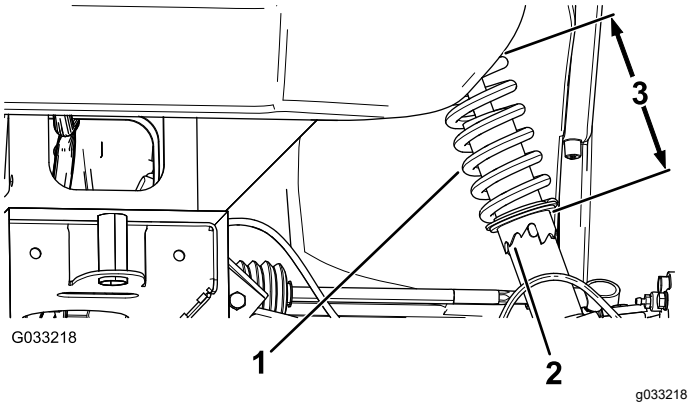

**Figur 58**
1. Ändra fjäderns längd genom att rotera kragen på stötdämparen med verktyget (Toro-artikelnr 132-5069) (Figur 58).